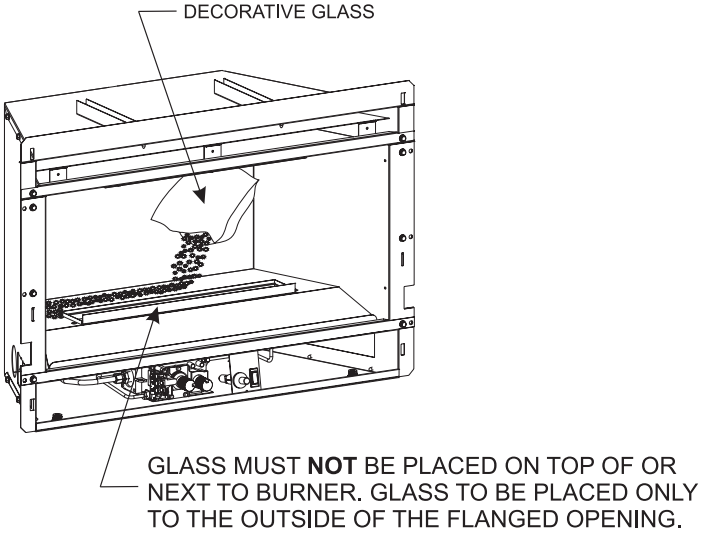

Figure 19
2. Attach the flag terminal ends to the “TH/TP” and “TH” terminals on the front terminal block of the gas valve. **See Figure 19.**